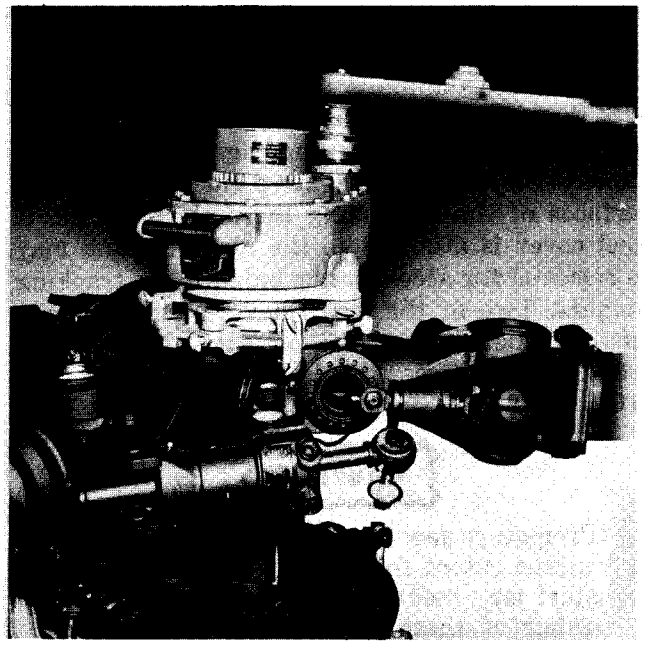

Figure 2-3A. Torquing Rotor Hub Retaining Nut
b. Disconnect the three pitch links (2) at their upper ends where they attach to the blade pitch arms (3).
c. Pry the cap (6) from the top of the rotor shaft and remove the snap ring (7) which locks the hub retaining nut to the rotor shaft.
d. The rotor hub retaining nut (5) can be removed from the rotor shaft (15) by using either of two special wrench assemblies (22E5809 or the Powerench assembly) which are listed in paragraph 1-94, Section I. If Powerench assembly is used, proceed as follows:
1. Assemble the components of the wrench assembly listed in paragraph 1-94 on the rotor hub as shown in figure 2-3A. One side of the anchor plate (SWE-124210) will fit the forward rotor hub; if used on the aft rotor hub, the plate is turned over.